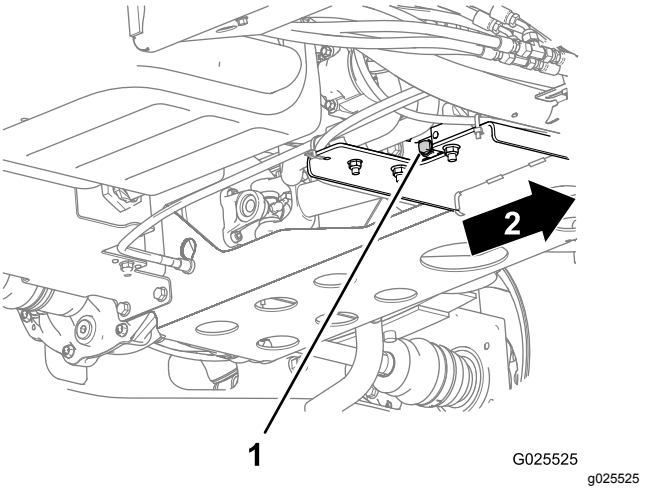

図 44
2. ドレンプラグの下にオイルを受ける十分に大きな容器をおく図 44。
3. ドレンプラグを外してオイルを容器に受ける(図 44) 。